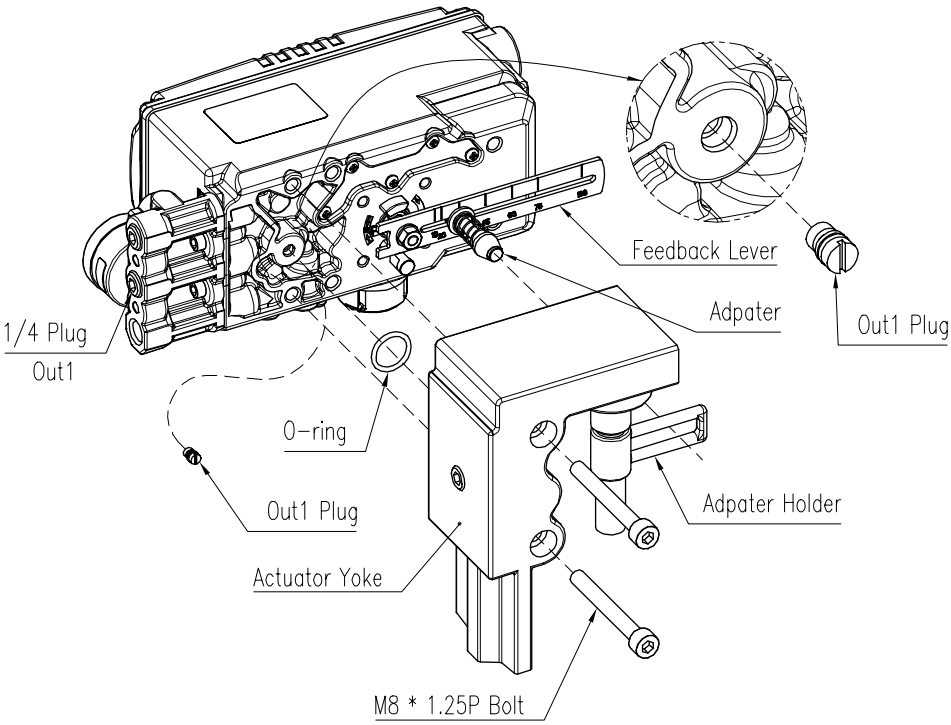

图3-11：将定位器安装在执行器上
1) 移除定位器底部的Out1插塞（图3-11）。使用密封剂和1/4插塞将仪表块的Out1端口阻塞。
参见图3-11。